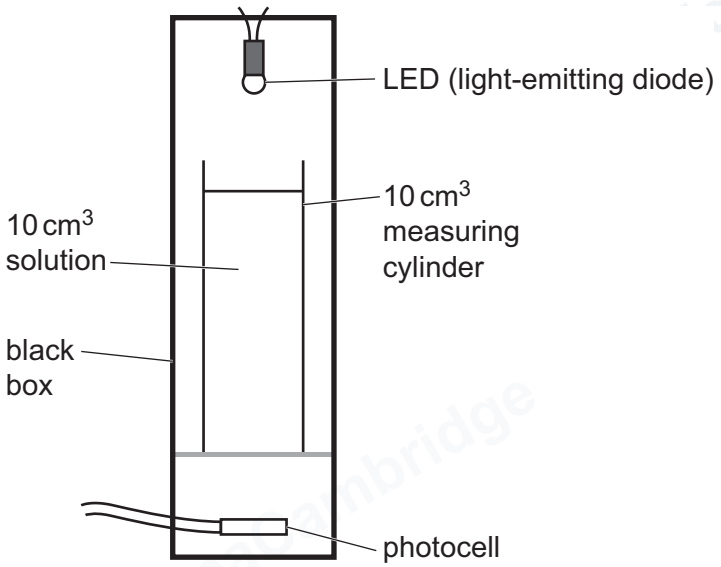

**Figure 2.1**
A diagram of the colorimeter used is shown in Figure 2.1.
**(b)** To calibrate the colorimeter shown in Figure 2.1, five solutions of different known concentrations of $I_3^-$(aq) are prepared. For each solution, the following procedure is carried out.
**(ii)** Suggest what was placed in the measuring cylinder in Figure 2.1 to obtain the value for $R_0$.